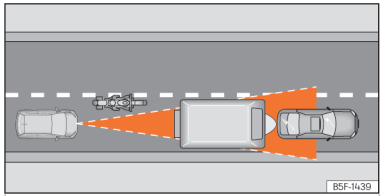

Abb. 105 Vorausfahrender Motorradfahrer außerhalb des Erfassungsbereichs des Radarsensors.
- Versetzt fahrende Fahrzeuge oder Fahrzeuge, die außerhalb des Erkennungsbereichs des Sensors fahren, z. B. Motorräder ››› (Abb. 105).